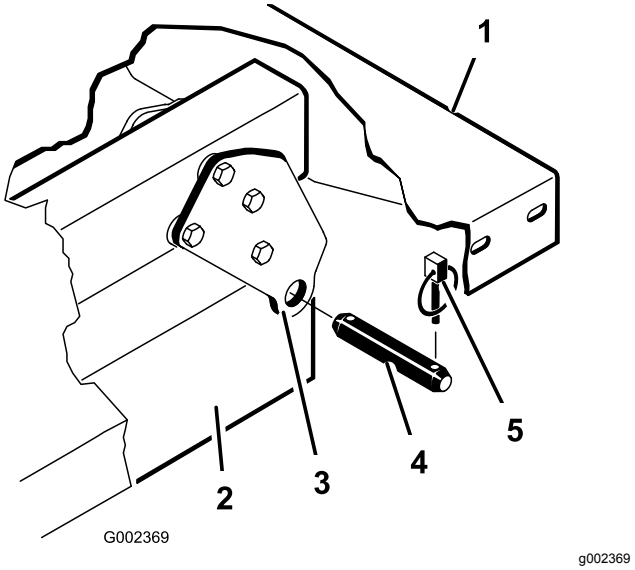

**Figur 4**
5. Fjern splittpinnene som fester sylinderstaget til planmonteringsplatene, ved å skyve pinnene innover (Figur 4).
6. Fjern ringstiftene og splittpinnene som fester svingbrakettene til rammen (Figur 4).